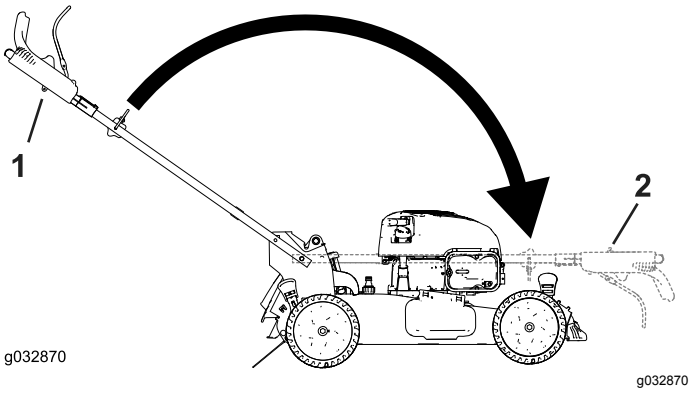

Rysunek 23
3. Złóż uchwyt, obracając go do przodu (Rysunek 23).